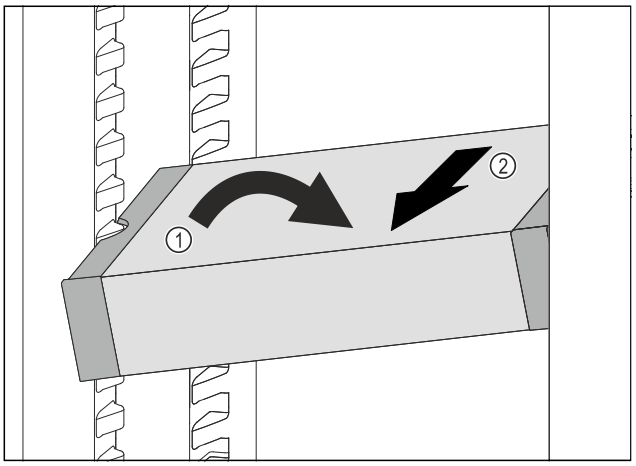

Fig. 129
▶ Set VarioSafe in refrigerator compartment at an angle. *Fig. 129 (1)*
▶ Take VarioSafe out to the front. *Fig. 129 (2)*